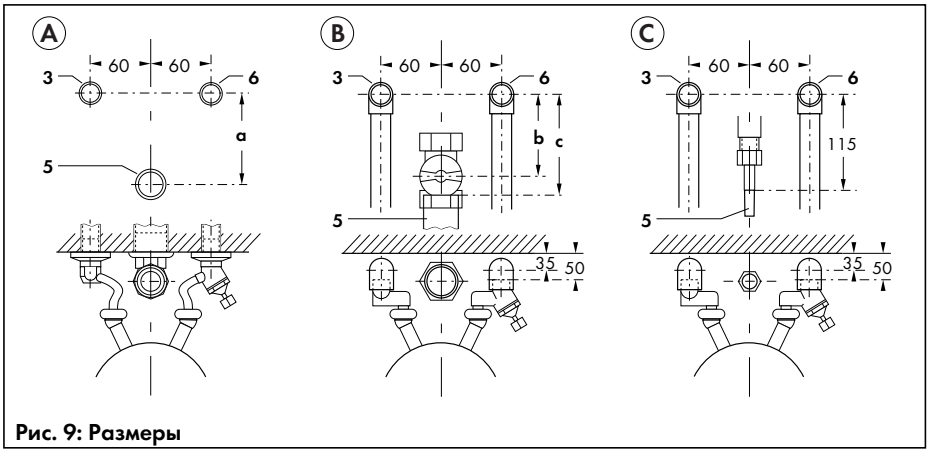

Рис. 9: Размеры
На рис. 9 показаны расположение и размеры подключений для следующих случаев монтажа трубопроводов:
- После определения места установки аппарата перед его монтажом следует проложить газопровод и трубопроводы холодной и горячей воды к точкам подсоединения аппарата или к соответствующей подсоединительной арматуре, как показано на рис. 9.